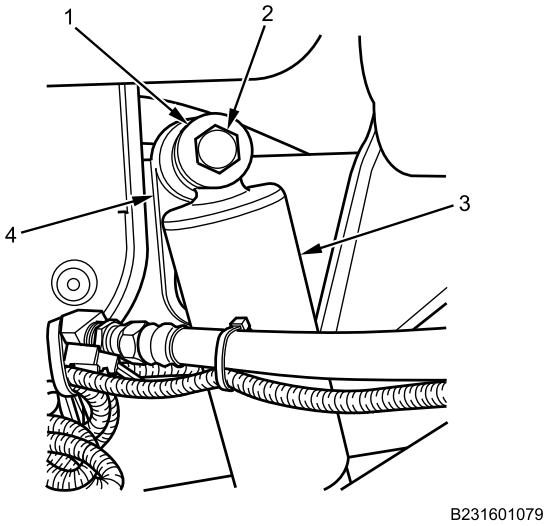

Figure 3. Front Shock Absorber Upper Mount Installation.
1. Install front shock absorber (Figure 3, Item 3) with dust shield (Figure 3, Item 2) at front shock absorber upper eyelet (Figure 3, Item 1).
2. Apply corrosion preventive compound to upper bolt (Figure 3, Item 2), and washer (Figure 3, Item 1).
3. Position upper eyelet (Figure 3, Item 3) on upper mount (Figure 3, Item 4). Install bolt (Figure 3, Item 2) through upper washer (Figure 3, Item 1), upper eyelet (Figure 3, Item 3), and upper mount (Figure 3, Item 4).
7. Torque upper bolt (Figure 3, Item 2) and lower nut (Figure 3, Item 5) to 135-165 lb-ft (183-224 N•m).